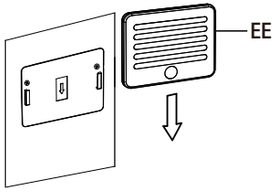

Figura 3
1. Monte la lámpara sobre la base (DD) alineando las ranuras del lado posterior de la lámpara con las ranuras del frente de la base. (Figura 3)